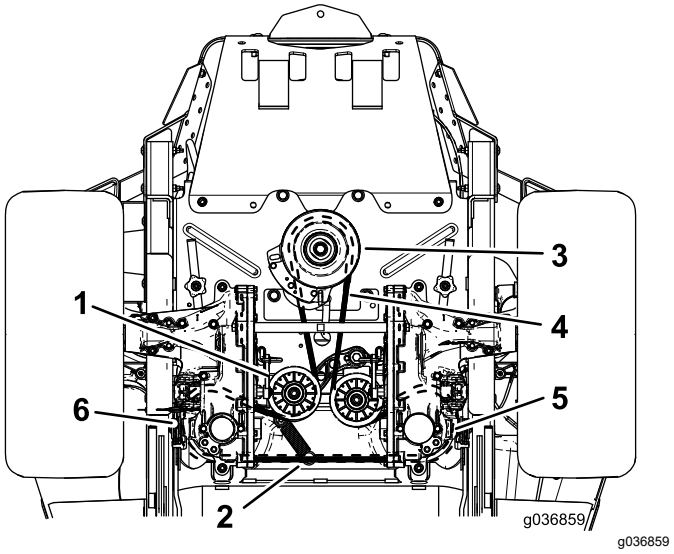

Figuur 65
6. Haal de spanpoelieveer van de stang (Figuur 65).
8. Bevestig de nieuwe riem rond de motorpoelie en de 2 poelies van de hydraulische pomp (Figuur 65).